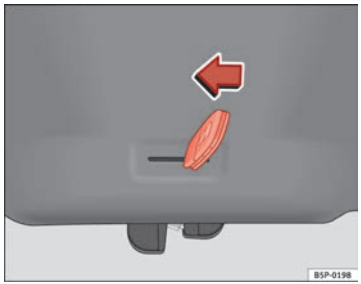

Fig. 50 Portón trasero: apertura de emergencia
– Introduzca el espadín de la llave en la ranura y desbloquee el sistema de cierre, dirigiendo la llave de derecha a izquierda, tal como indica la flecha ⇒ fig. 50.